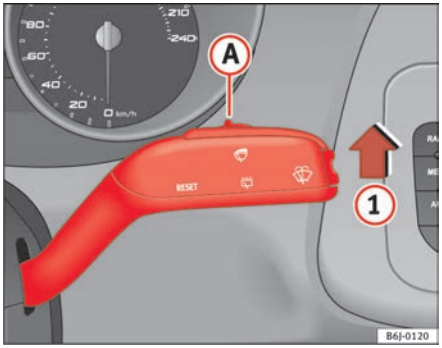

Fig. 60 Windscreen wiper lever
– Move the windscreen wiper lever into position (1) ⇒ fig. 60.
– Move the control (A) to the left or right to set the sensitivity of the rain sensor. Control to the right: highly sensitive. Control to the left: less sensitive.